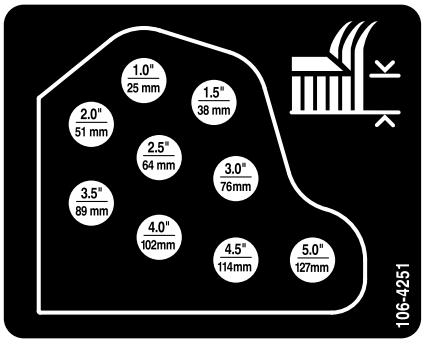

Figur 17
10. Monter klippehøjdekæderne i det ønskede klippehøjdehul med gaffelbolten og låseclipsen (Figur 17).